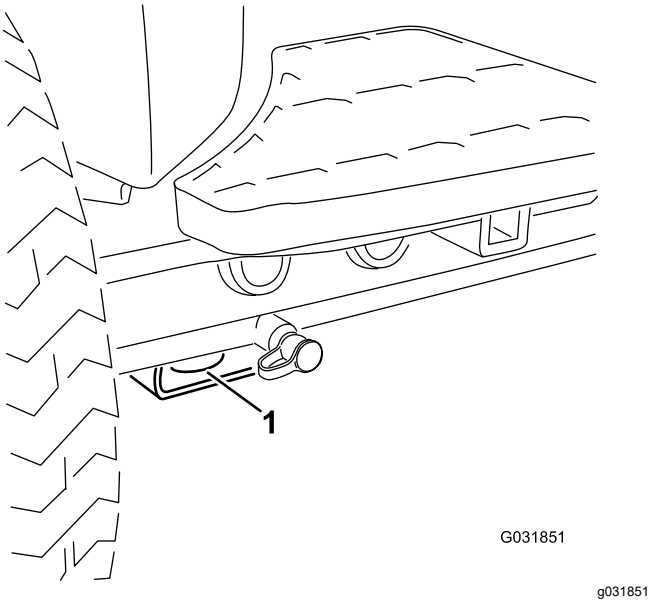

**Figuur 60**
- **Voorkant van de machine** : de opening in het rechthoekige blok, onder de asbuis, aan de binnenzijde van beide voorwielen (Figuur 60).